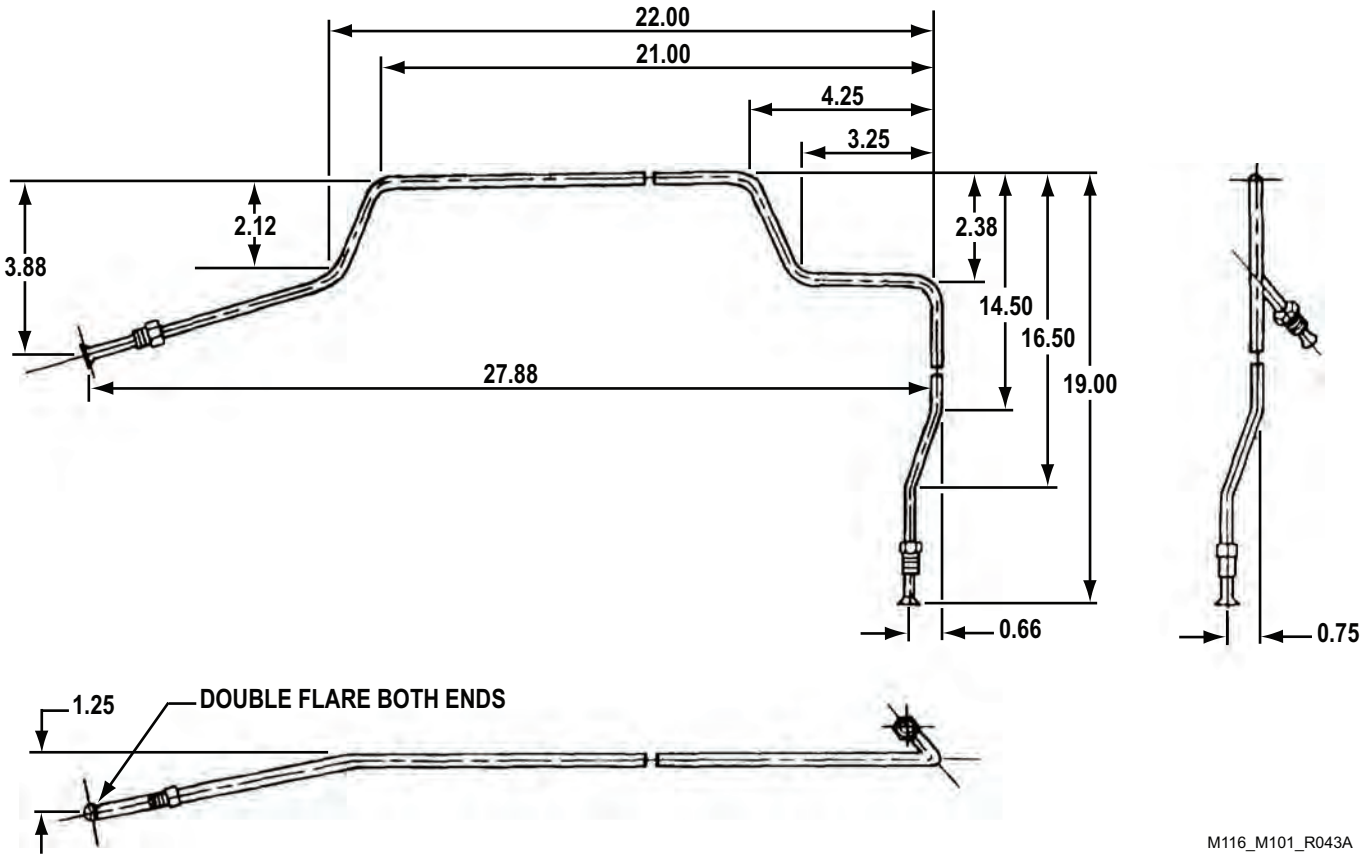

Figure 4. Rear Hydraulic Brake Tube Assembly (M101A1, M101A2, M101A3, and M116A3).
3. Install nut, part number 110357, on each end of tube assembly (Figure 4).